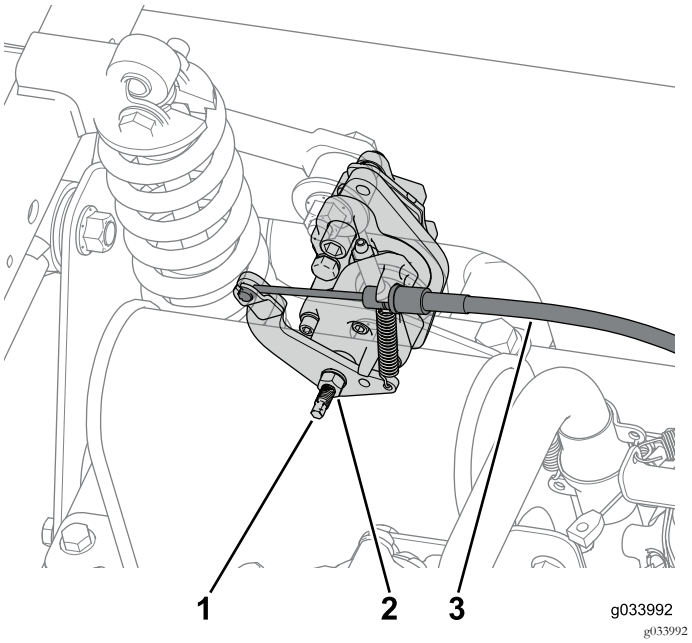

Figur 60
1. Løsn kontramøtrikken, og skru derefter justerskruen to omgange mod uret på de to bageste bremsekalibre (Figur 60).
2. Frakobl parkeringsbremsens kabel, der er tilsluttet til hver bremsekaliber (Figur 60).